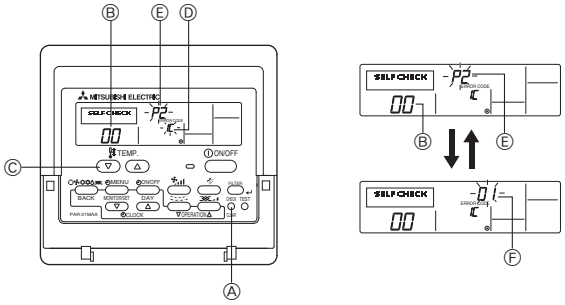

Fig. 9-3
9.3.1. Verdrahtete Fernbedienung (Fig. 9-3)
① Den Netzstrom einschalten.
② Die [CHECK] (PRÜFEN)-Taste zweimal drücken
③ Bei Verwendung der System-Steuerung mit der [TEMP]-Taste die Kältemitteladresse einstellen.
④ Zum Ausschalten der Selbstprüfung die [ON/OFF]-Taste drücken.